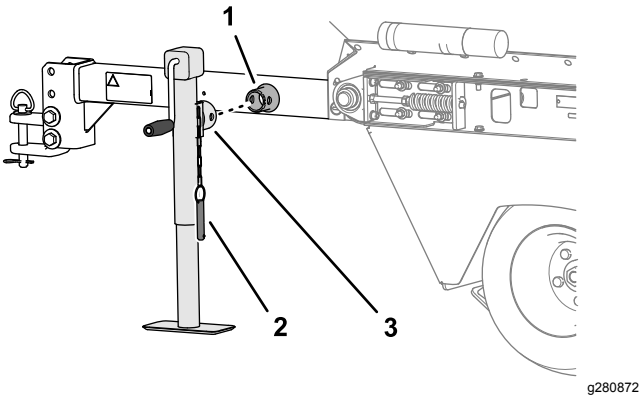

Figur 6
1. Skub donkraften på donkraftbeslagets rør på trækstangen (Figur 6).
2. Ret hullerne i donkraften ind efter hullerne i monteringsrøret, og fastgør donkraften med gaffelbolten (Figur 6).